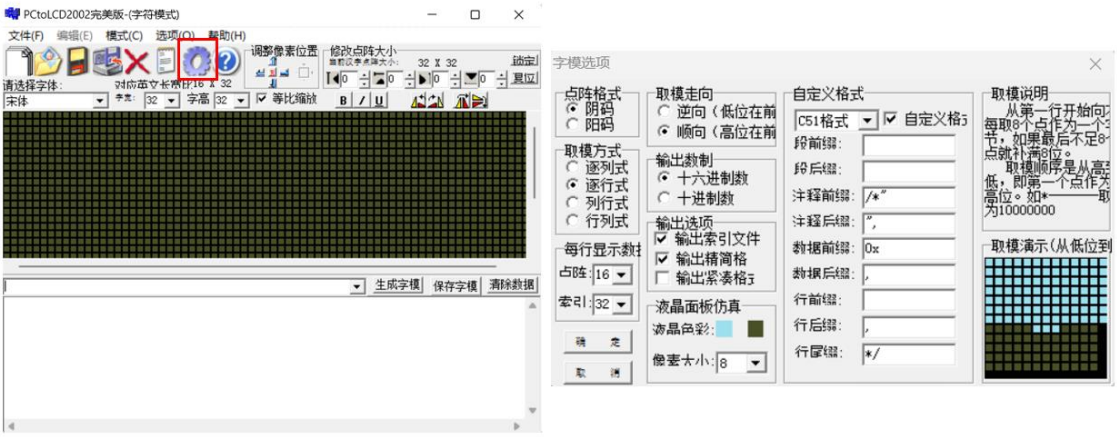

图 4.17.10 取字模软件的设置
①这里我们使用的取字模软件生成字模，在生成之前，我们需要对取字模软件进行设置，进入程序后，出现如图 4.17.10（左）所示的主界面，点击其中的齿轮状按钮即可进入右图的设置界面，按照图片中的设置修改即可，最后点击“确定”应用设置。